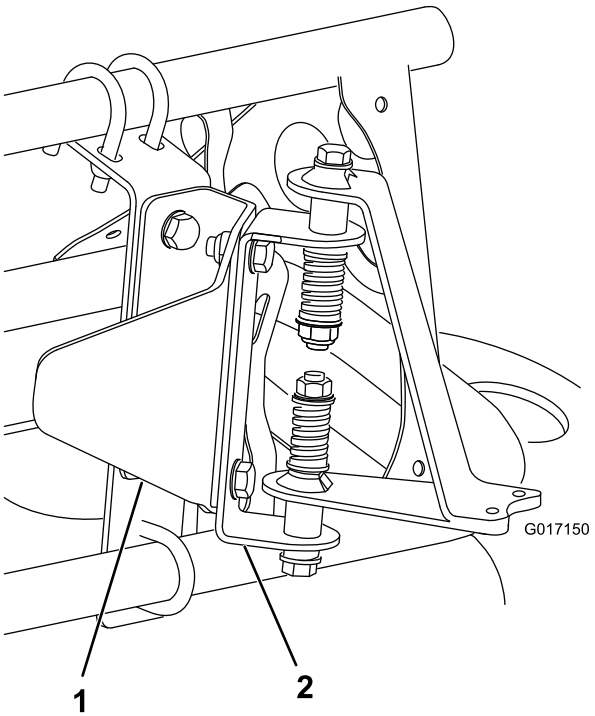
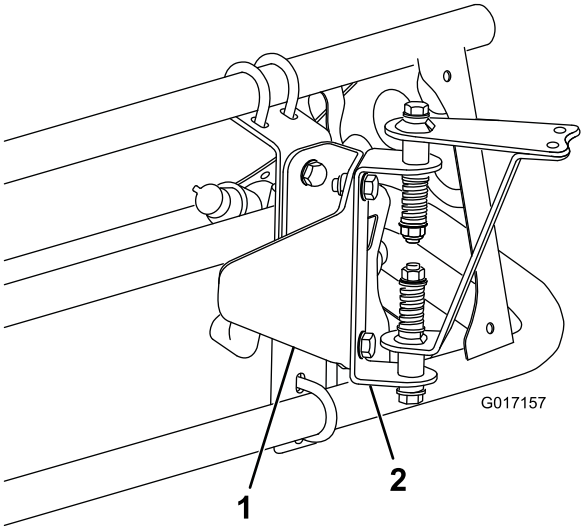

Figuur 11
Figuur 12
3. Breng het bevestigingsmateriaal van de sensor aan op de beschermbeugel van de sensor met 2 bouten (5/16 inch) zoals getoond in Figuur 11 (voor een bedekte spuitboom) of Figuur 12 (voor een onbedekte spuitboom).